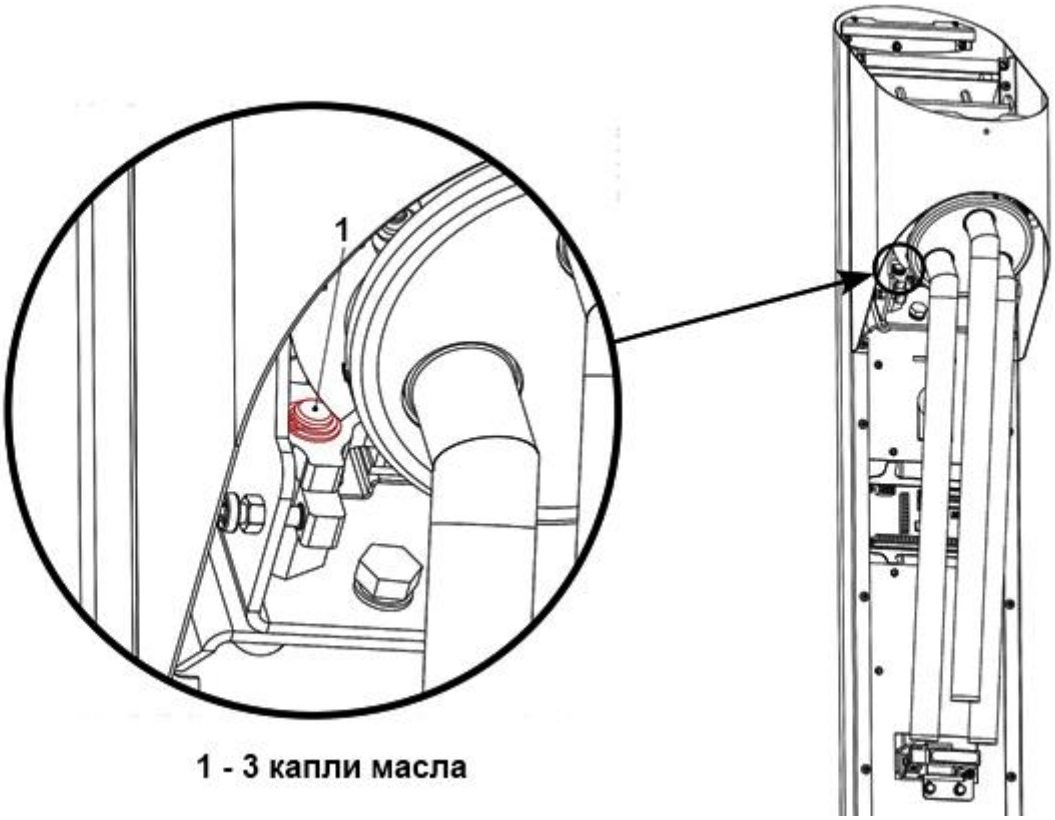

Рисунок 19 – Ось вращения стопора
3.7.1 Рисунок 19 – смазать ось вращения блока стопора.